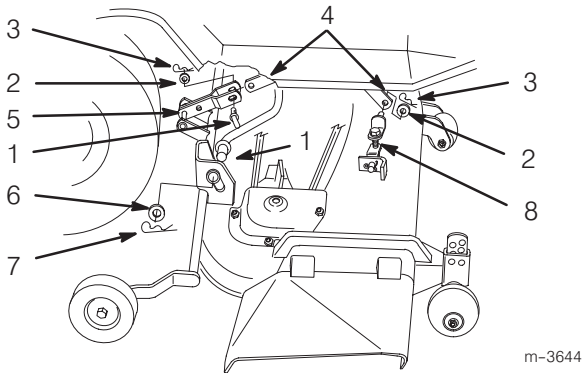

Figure 17
4. Remove hairpin cotter, washer and link pin from carrier lift arm and remove from attachment lift (Fig. 17).
5. Remove hairpin cotter and washer from front adjustable link(s) and remove from front lift arm (Fig. 17).
6. Remove hairpin cotters and washers from carrier lift arms (Fig. 17).
7. Slide deck right, off carrier lift arms (Fig. 17).